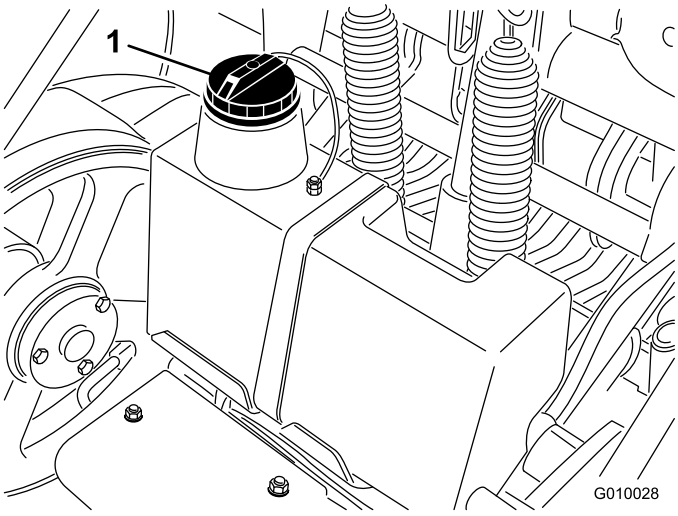

**Figur 18**
3. Gör rent omkring påfyllningsröret och locket på hydraultanken (Figur 18). Ta bort locket från påfyllningsröret.